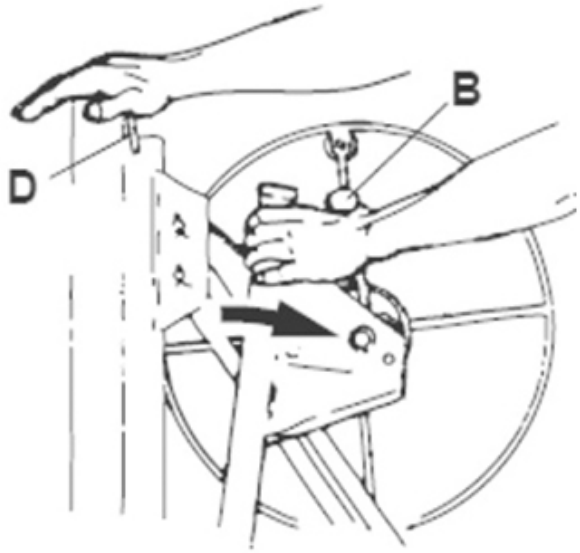

FIG. 3
- Tire del timón hasta la posición de trabajo (Fig. 3)
- Gire el timón ligeramente en el sentido de las agujas del reloj para comprobar que la polea y las barras telescópicas funcionan correctamente (Fig. 3). Si siente una fricción excesiva al levantar las barras telescópicas, utilice aceite lubricante para facilitar el movimiento de los mecanismos.
- Presione las barras telescópicas con la mano para asegurarse de que están completamente retraídas antes de continuar con el montaje (D, fig.3).